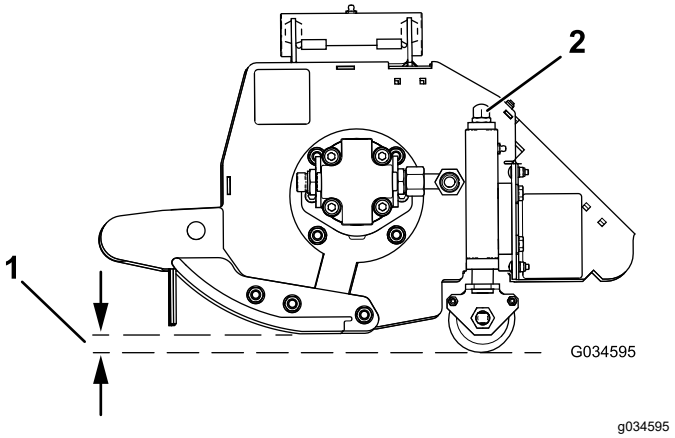

Rysunek 31
2. Obracaj zespoły nakrętek regulacyjnych znajdujące się na obu końcach w prawo, aby zmniejszyć wysokość cięcia lub obracaj je w lewo, aby zwiększyć wysokość cięcia (Rysunek 31).